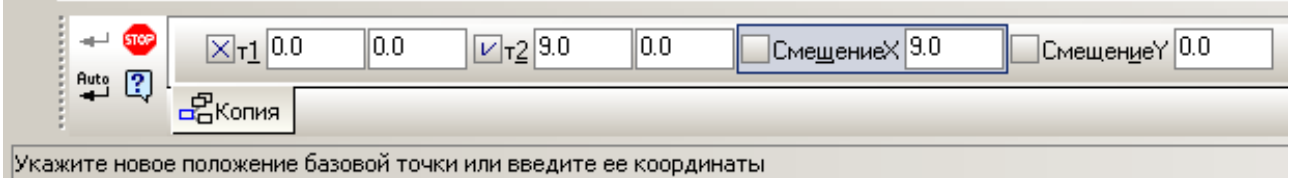

Рис. 8.9. Панель свойств команды **Копирование указанием.**
3) в качестве базовой точки укажите начальную точку первого отрезка (рис. 8.9);